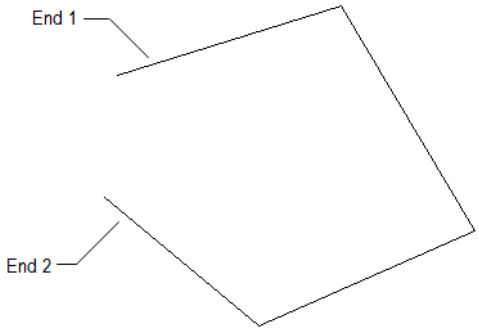
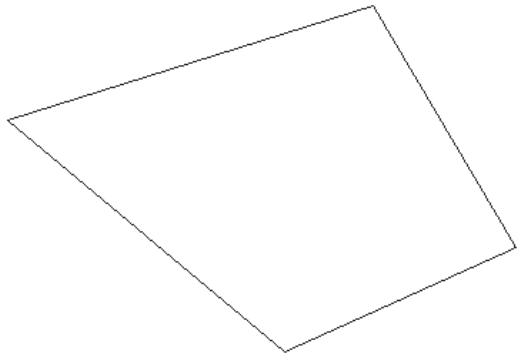

Figure 3-40 *Open polyline with two ends*
Figure 3-41 *Final closed polyline*
*In AutoCAD 2014, you can close an open polyline using the **Fillet** tool. To do so, choose the **Fillet** tool from the **Modify** panel of the **Home** tab and select the two open ends of the polyline. Figure 3-40 shows an open polyline and Figure 3-41 shows closed polyline after selecting both ends.*